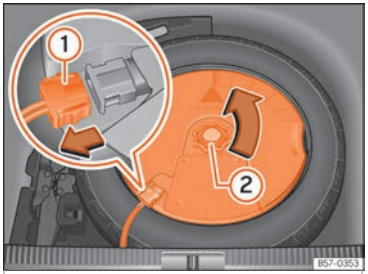

Fig. 238 Dans le coffre à bagages : démonter le subwoofer.
- Déconnectez le câble du haut-parleur *subwoofer* ››› fig. 238 ①.
- Dévissez la molette de fixation en la tournant dans le sens inverse des aiguilles d'une montre ››› fig. 238 ②.